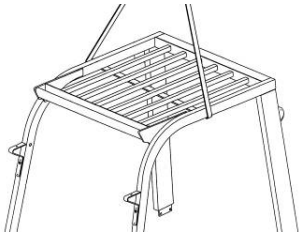

Fig. 2-74
(2) Lifting of Overhead Guard (Fig. 2-74)